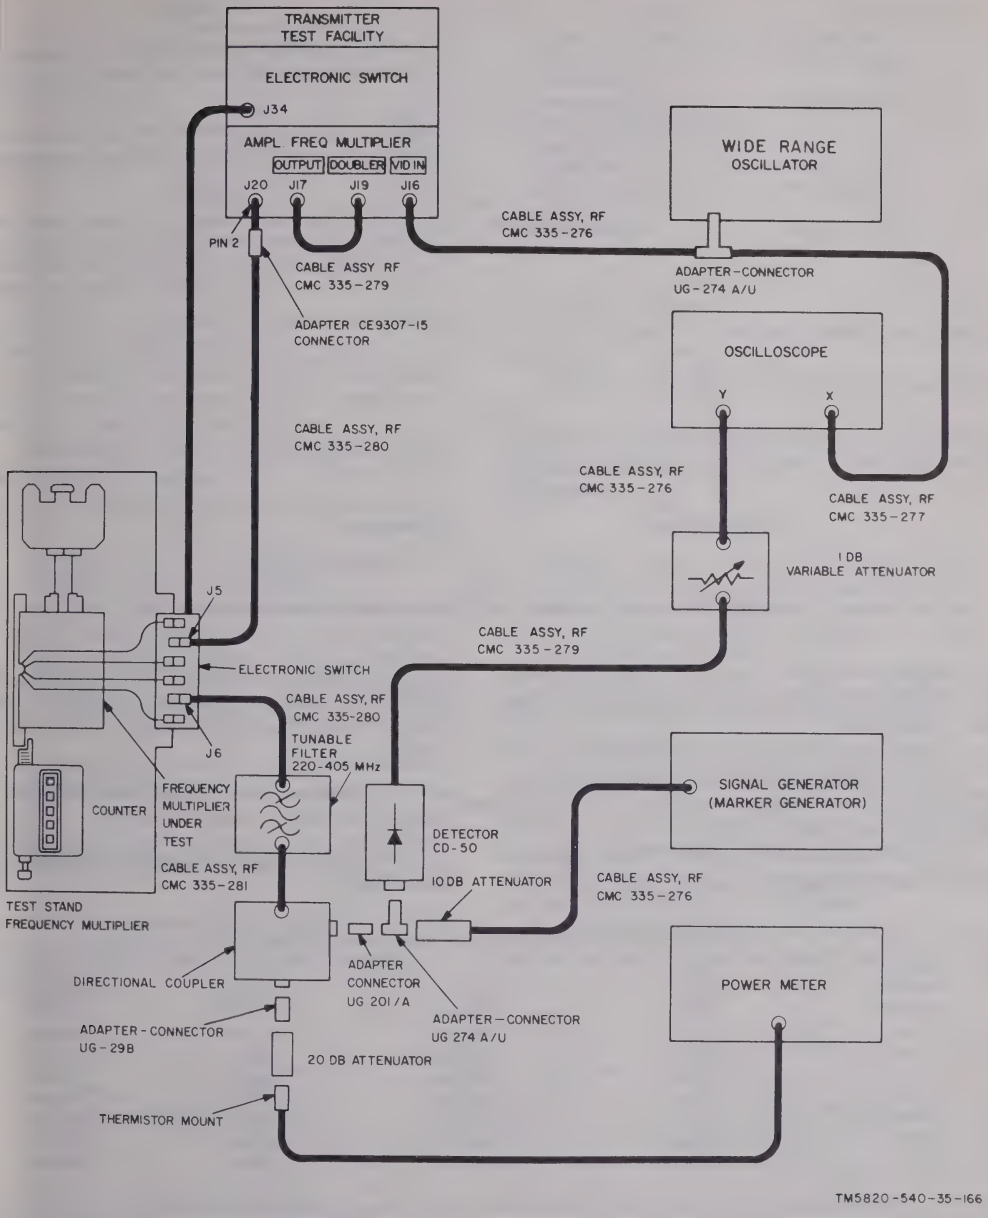

Figure 4-61. Frequency multiplier assembly 6A2, tuning procedure test set-up.
(1) Using the test set-up shown in fig. 4-61, adjust the test stand counter to **992.11 (corresponding to channel 140).**
(2) Set test facility switch S27 to position A; test facility lamp A should light.
(3) Tune the filter to 370 MHz and ad slightly to obtain maximum indication on power meter; the level should not be less 440 mw.
(4) Reduce the output level of the range oscillator to zero.
(5) Set the test equipment as shown in chart below.